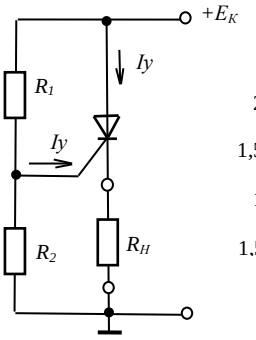

Рис.1
29. При якої напрузі включиться триністор, якщо в схемі рис. 1: E_K=44В; $I_У$=0,1 мА; характеристика навантаження зображена на рис.2 (R_H=22 кОм) ?